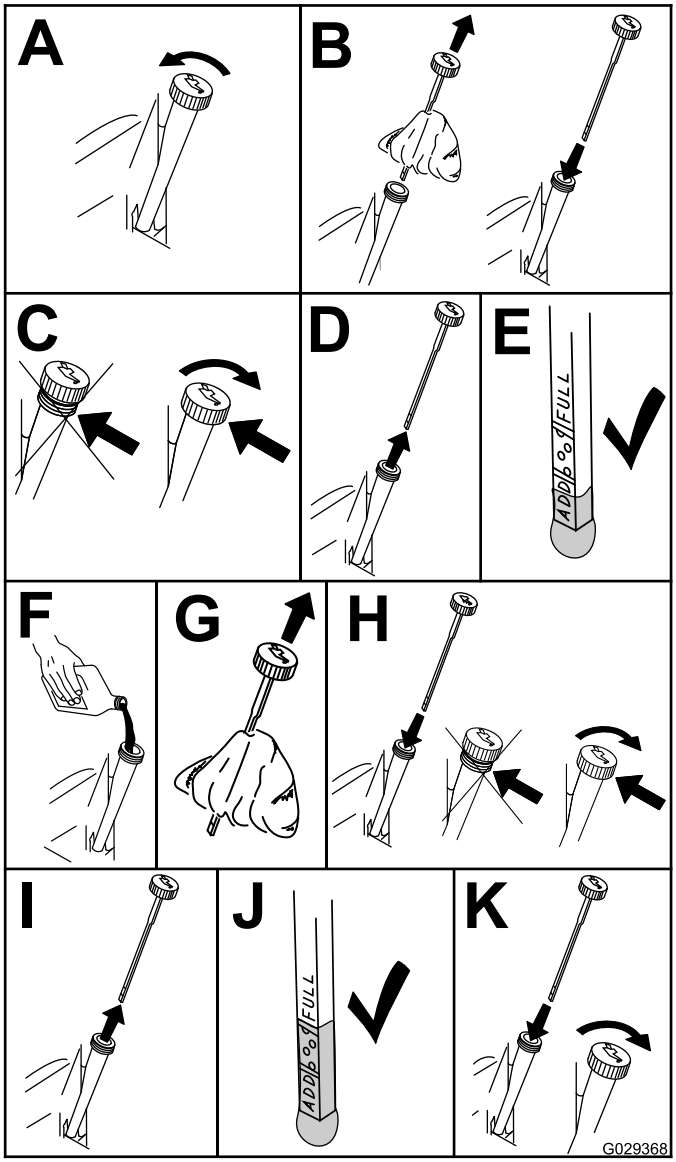

Figuur 35
4. Motoroliepeil controleren (Figuur 35).